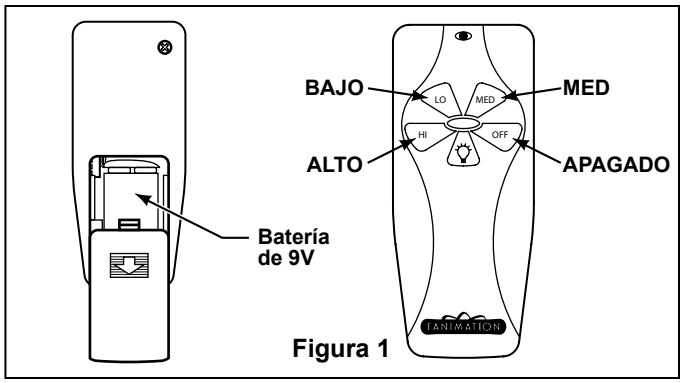

Figura 1
1. Funcionamiento y uso del transmisor remoto (Figura 1): Instale la batería de 9 voltios (si no se va a utilizar por largos períodos de tiempo, retire la batería para evitar daños al transmisor). Guarde el transmisor lejos del exceso de calor o humedad.